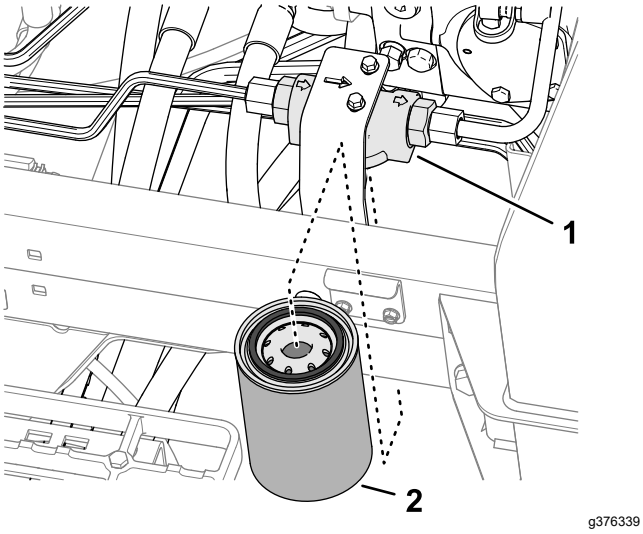

Figuur 118
3. Plaats een opvangbak onder het laadfilter aan de linkerkant van de machine (Figuur 118).